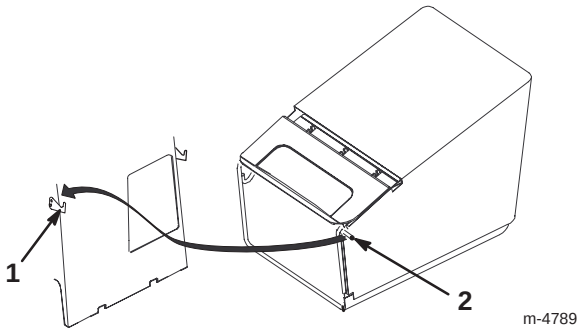

Figur 17
5. Heng gressposetappene på krokene på gressklipperen, som vist på figur 17.
4. Løft gressposetappene av krokene og ut av åpningen, som vist i figur 17.